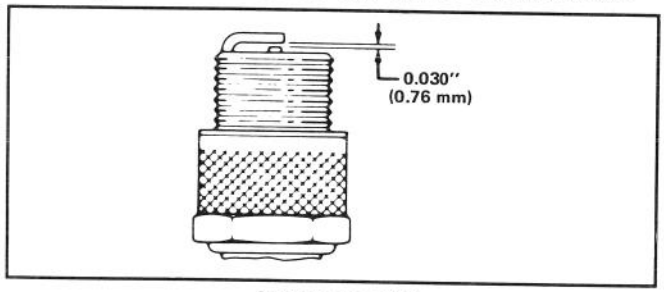

Abbildung 17
3. Den Luftspalt auf 0,76 mm einstellen (Abb. 17). Die auf den korrekten Abstand eingestellte Zündkerze mit einer Dichtungsscheibe versehen und auf 20 Nm anziehen.